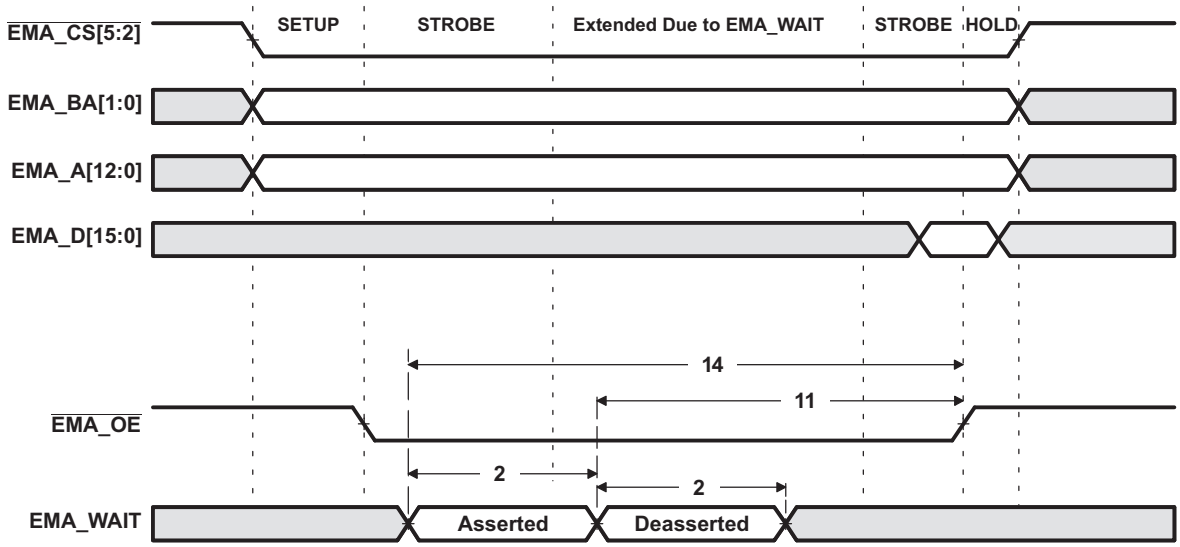
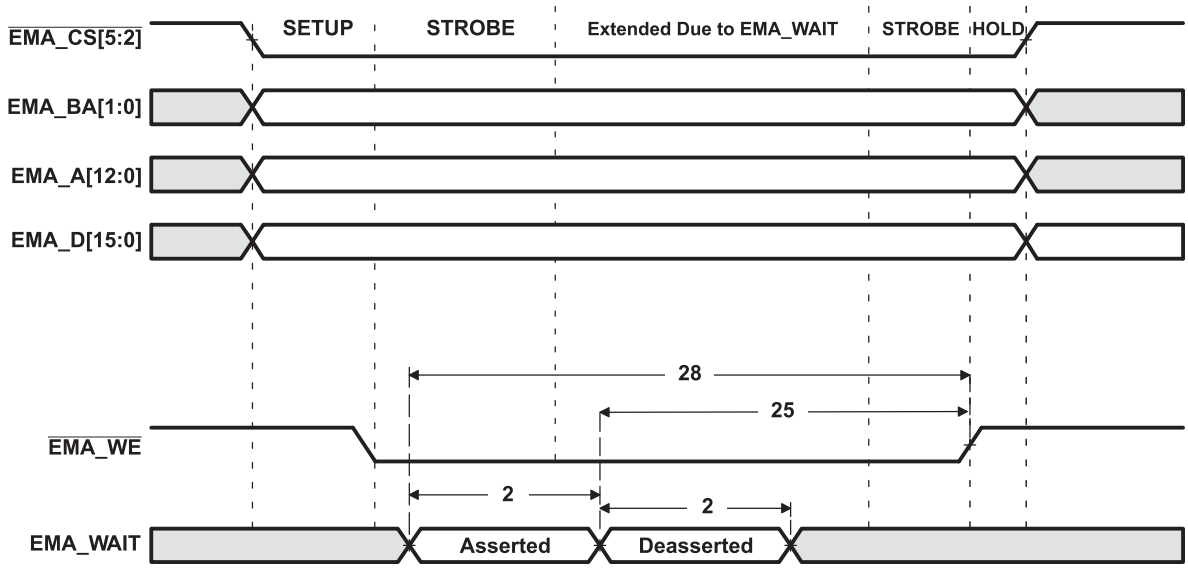

Figure 6-14. EMA_WAIT Read Timing Requirements
Figure 6-15. EMA_WAIT Write Timing Requirements
(1) E = EMA_CLK period or in ns. EMA_CLK is selected either as SYSCLK3 or the PLL output clock divided by 4.5. As an example, when SYSCLK3 is selected and set to 100MHz, E=10ns.
(2) Setup before end of STROBE phase (if no extended wait states are inserted) by which EM_WAIT must be asserted to add extended wait states. Figure 6-14 and Figure 6-15 describe EMIF transactions that include extended wait states inserted during the STROBE phase. However, cycles inserted as part of this extended wait period should not be counted; the 4E requirement is to the start of where the HOLD phase would begin if there were no extended wait cycles.